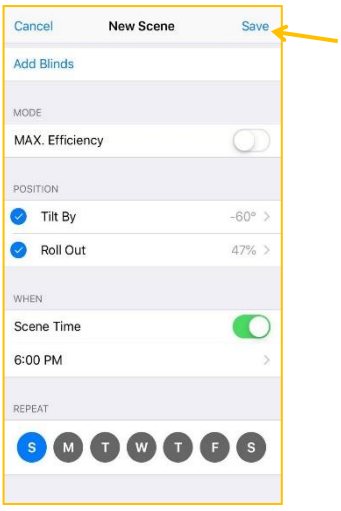

Figure 30
10.7.4. Click **Save** to save changes *(Fig. 30)*.